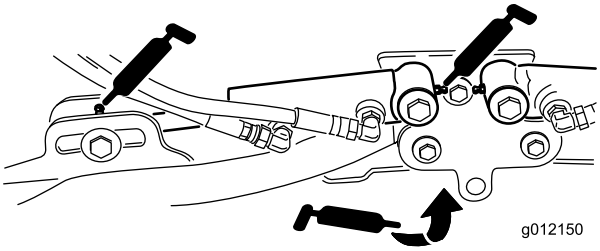

**Figuur 43**
- Cilinders van hefarmen van maaidek (2 elk) (Figuur 43)
- Draaipunten van hefarmen (1 elk) (Figuur 43)